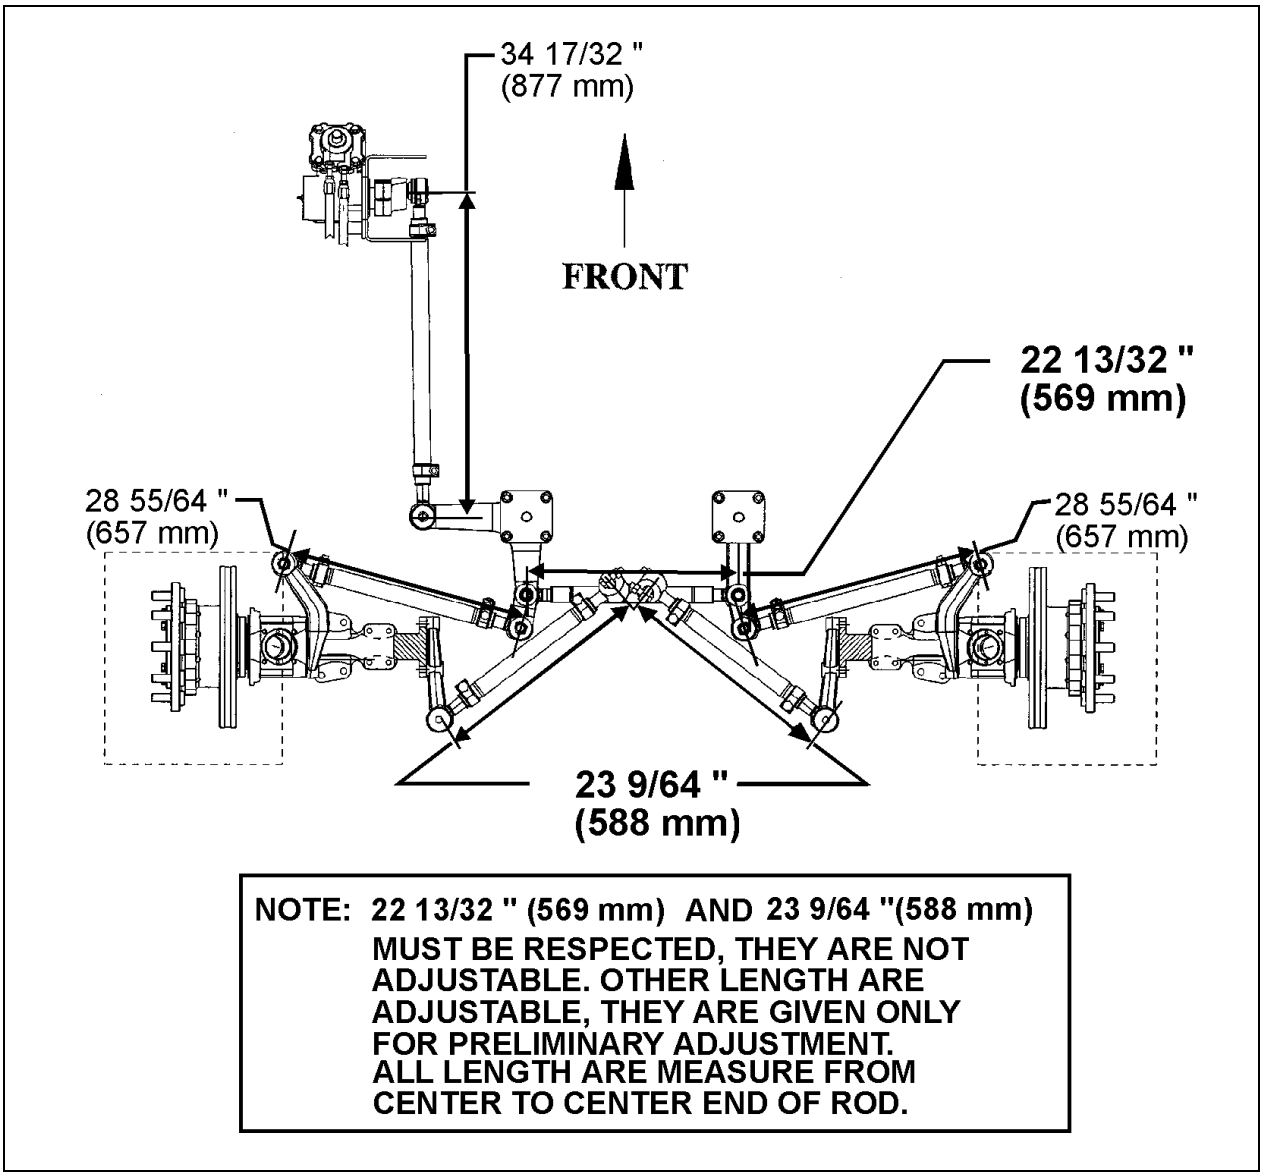

FIGURE 16: STEERING LINKAGE MEASUREMENTS 16050
7. Check if the length of the torque rod is 23 9/64" (588 mm) (Fig. 16). Check if the length of the relay rod is 22 13/32" (569 mm)